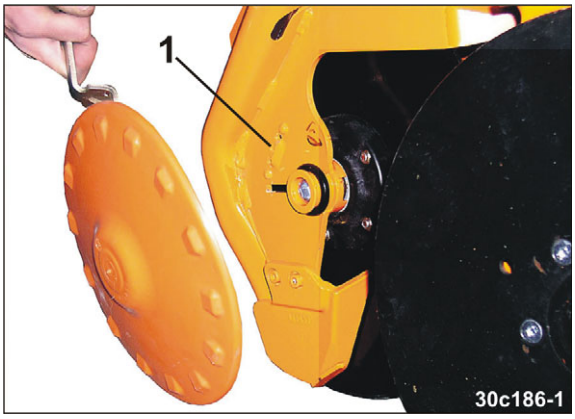

Fig. 149
1. Drej håndtaget væk fra indgrebet (Fig. 149/1), og træk plastskiven af RoTeC-skæret.